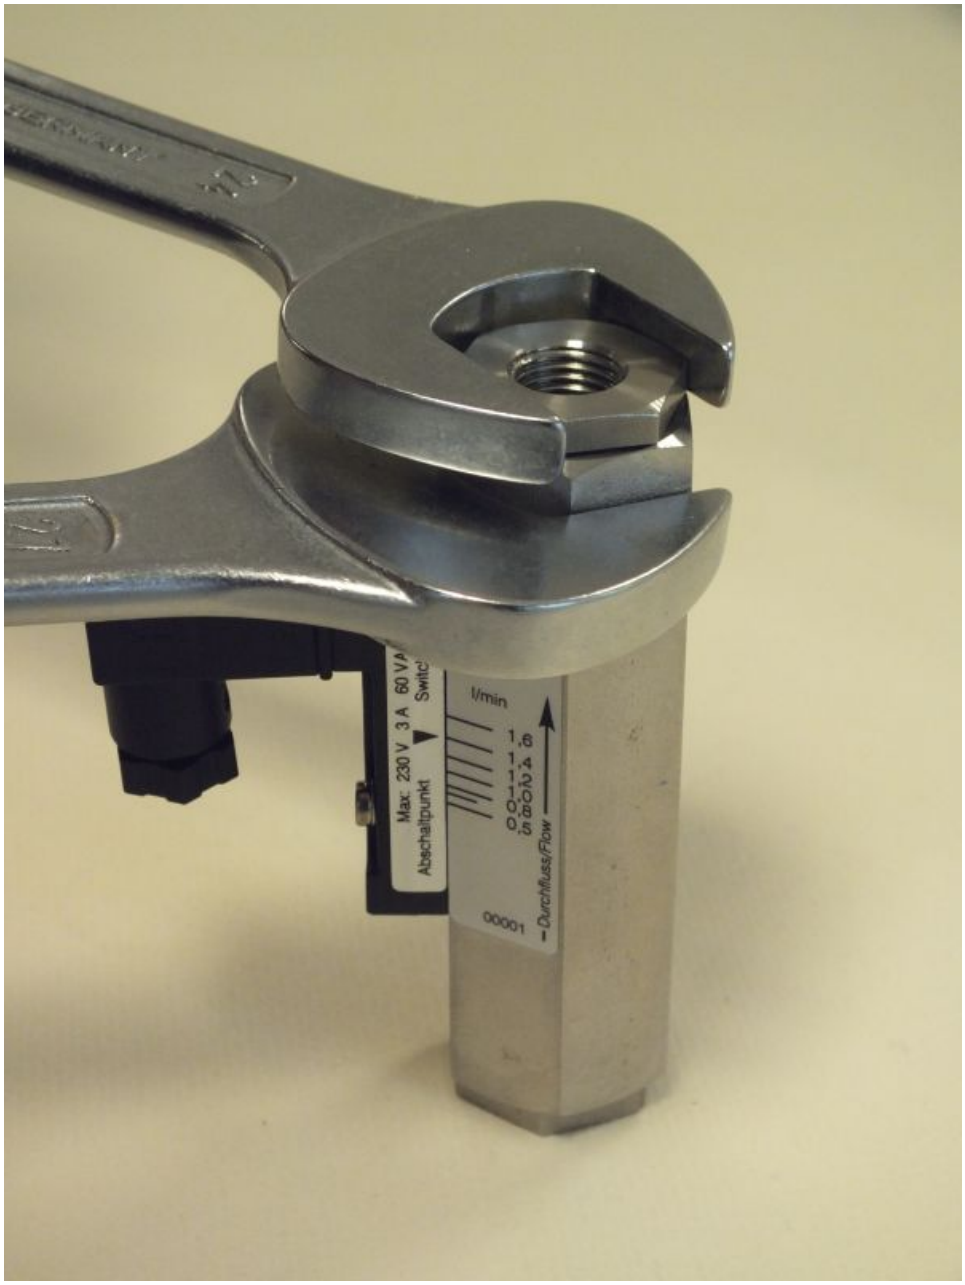

Fig. 35: Loosen process connection (outlet)
1. Loosen the process connection (outlet) (*Fig. 35*) using the proper sized fixed spanner wrench. Hold the device body in place using a proper sized spanner wrench.